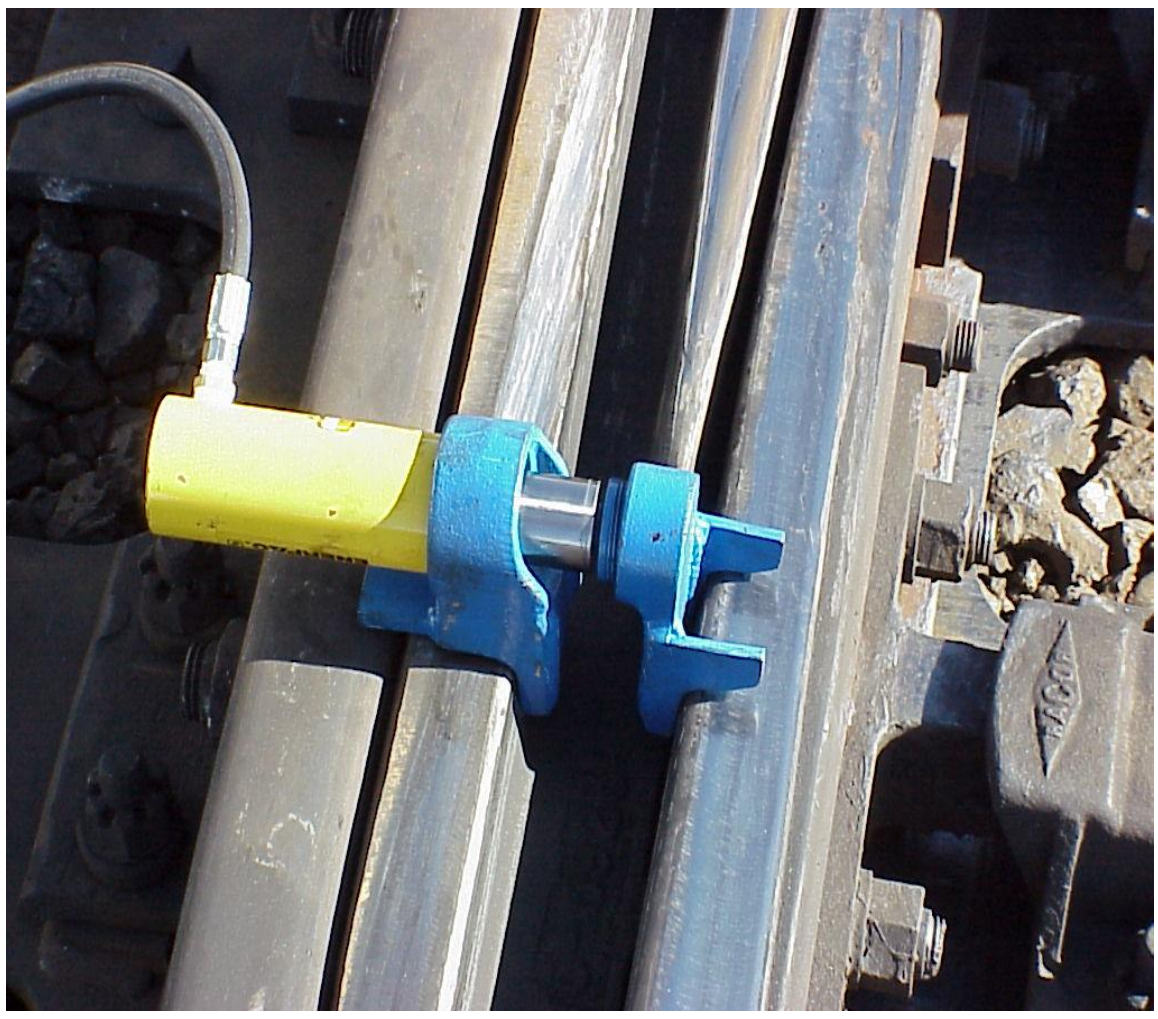

Figure 5-ZZ
4. A hydraulic spreader jaw (item number 410-6850) should be used to check the maximum wing rail opening width. Place the hydraulic spreader jaw in the throat of the frog just ahead of the point. On manganese insert frogs, the cylinder end of the jaw should be placed on the moveable wing rail so that the tabs of the spreader bracket fit underneath the rail head. This orientation will help anchor the cylinder to prevent it from dislodging. On all rail frogs the cylinder may be used in either orientation. (Figure 5-ZZ).